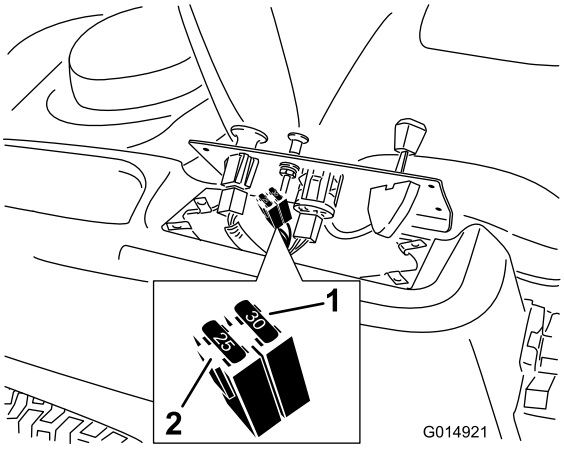

Figur 41
2. Løft opp kontrollpanelet for å få tilgang til hovedledningsnettet og sikringsblokken (Figur 41).
3. Når du skal bytte sikring, må du dra i sikringen for å få den ut (Figur 41).